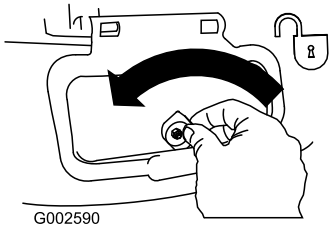

Figuur 19
1. Ontgrendel het deurtje van de zijafvoer (Figuur 19).